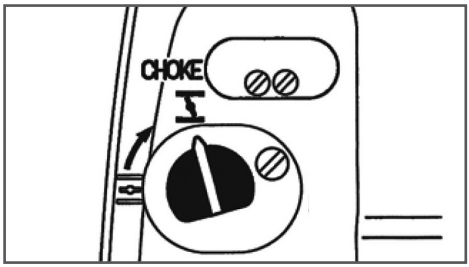

Рис. 7 Воздушная заслонка карбюратора закрыта
3. Закройте воздушную заслонку карбюратора. Для этого рычаг управления воздушной заслонкой установите в положение «ЗАКРЫТО» (Рис. 7).